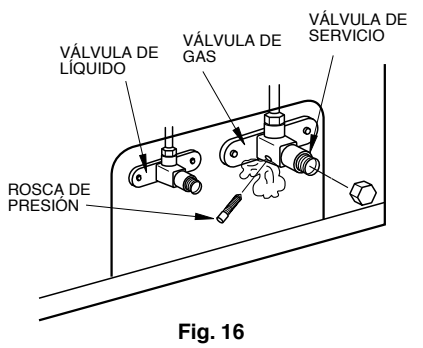

Fig. 16
7. Abra las dos válvulas completamente, tanto la de gas como la de líquido. (Fig. 16)